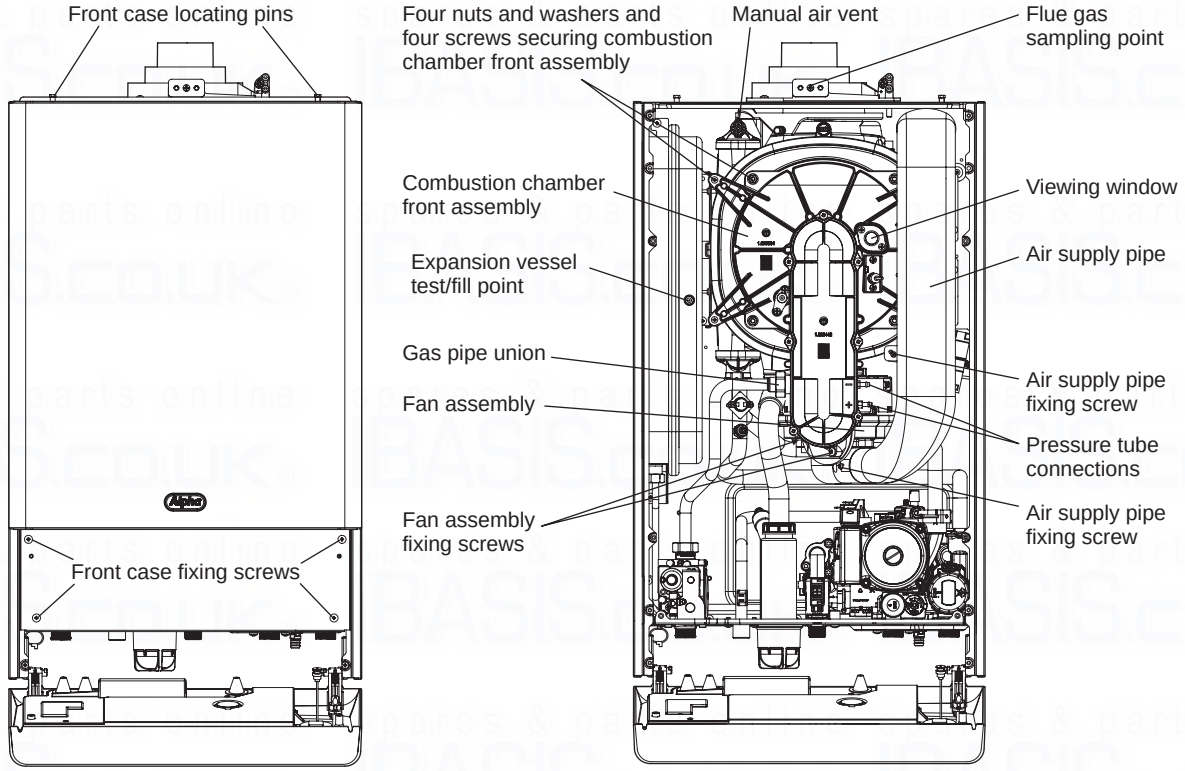

Fig. 28
Connect the flue gas analyser to the flue gas sampling point as shown in Fig. 28.
Notes: 1. Prior to servicing, it is recommended that a flue gas analyser is used to measure the performance of the boiler (refer to Fig. 28 for the position of the flue sampling point). If the CO/CO_2 ratio measured is greater than 0.003 **or** when other checks and comments from the customer have indicated that there may be problems, cleaning of the heat exchanger will be necessary. All Sections 6.1, 6.2, 6.3 and 6.4 **must** be carried out. Repeat the flue gas analyser test after reassembling the boiler and check that the CO/CO_2 ratio is less than 0.003.
3. Refer to Fig. 28 for location of flue sampling point.
6.2 PREPARE FOR SERVICING - Fig. 28
7.1 GENERAL ACCESS - Fig. 28
7.5 BURNER INJECTOR - Fig. 28
7.6 FAN - Fig. 28
2. Remove the two screws securing the air supply pipe (see Fig. 28) and remove the pipe.
3. Unplug the fan plug and remove the two screws securing the fan to the combustion chamber front (see Fig. 28).
2. Remove the screw securing the air supply pipe (see Fig. 28) and remove the pipe.